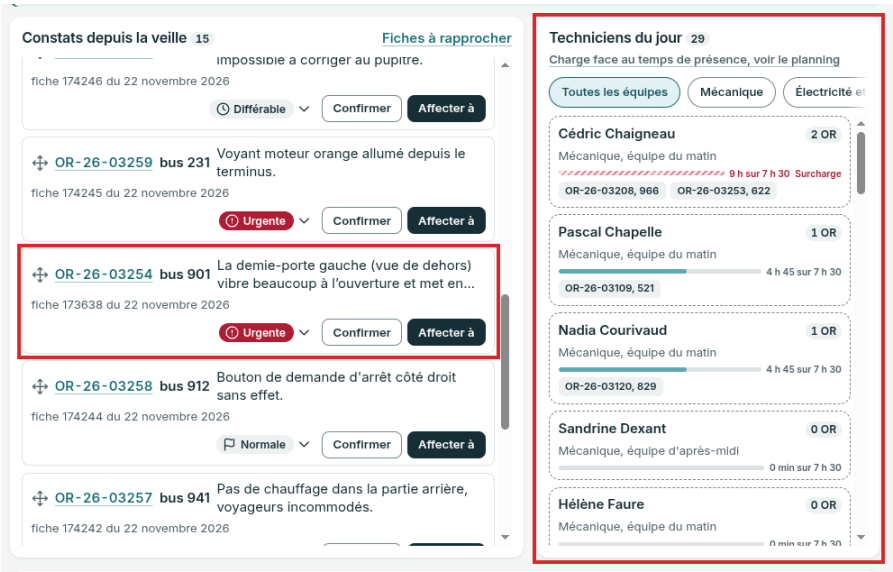

Figure 1. La carte d'un OR né d'une fiche de constat, à glisser sur un technicien.
5. Glissez la carte du bus 901 sur le nom d'un technicien, sous « Techniciens du jour » (figure 1) : « affecté à … pour aujourd'hui ».